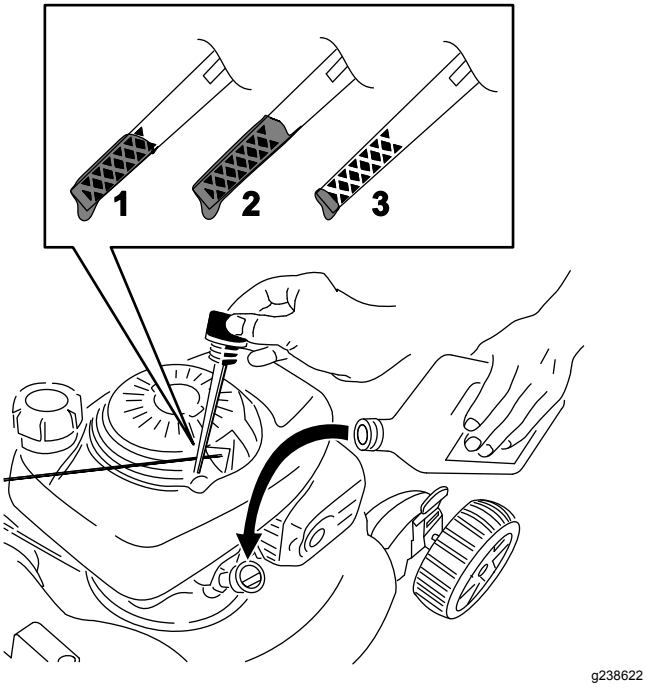

Figuur 11
2. Verwijder de peilstok door de dop linksom te draaien en eruit te trekken (Figuur 11).
5. Lees het oliepeil af van de peilstok (Figuur 11).
- Als het oliepeil op de peilstok te laag is (Figuur 11), giet dan voorzichtig een kleine hoeveelheid SAE 30 of SAE 10W-30 reinigingsolie in de vulbuis, wacht 3 minuten en herhaal stappen 3 tot en met 5 totdat de peilstok het juiste peil aangeeft.
- Als het oliepeil op de peilstok te hoog is (Figuur 11), tapt u de overtollige olie af totdat de peilstok het juiste peil aangeeft, zie De motorolie verversen (bladz. 16).